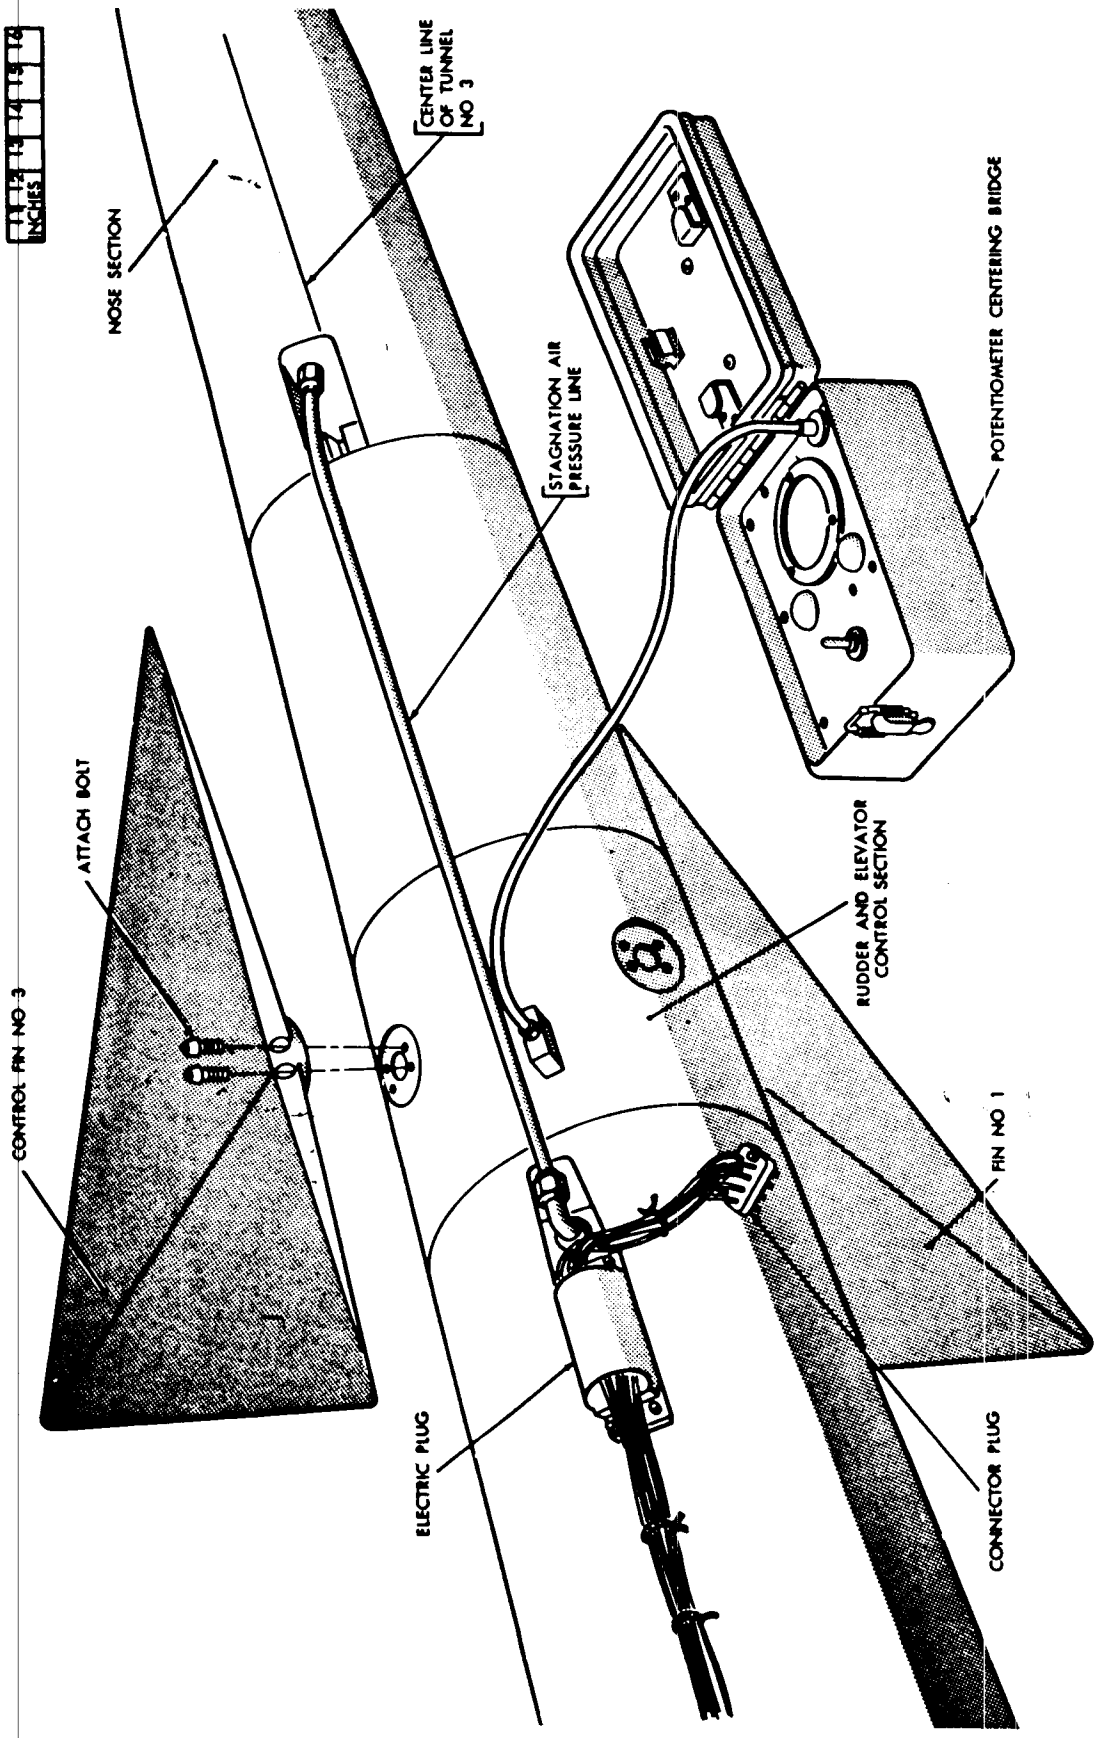

*Figure 156. Attachment and adjustment of control fins.*
*c. Control Fins* (fig. 156). The control fins must be properly centered after they are installed and before they are completely tightened in position.